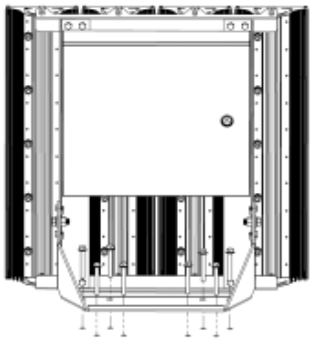

Рис.1
4.1 Тип крепления: поворотный кронштейн (Рис. 1);
Приложить светильник кронштейном к монтажной поверхности. Произвести крепление кронштейна к монтажной поверхности, сориентировать светильник в требуемом направлении. Затянуть фиксирующие болты (Рис.1);